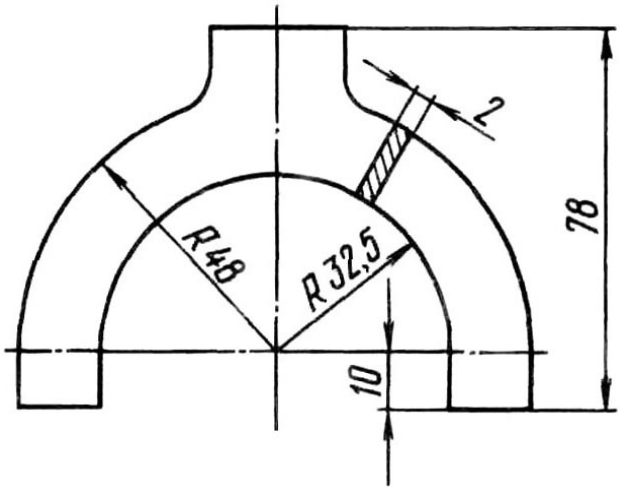

Рис.25. Технологическая разрезная скоба
- установите на шлицевой конец вала последовательно: разрезную технологическую скобу (рис.25) обойму 18 (см. рис.22) манжеты, упорное кольцо 20, уплотнительное кольцо 19 вилки и скользящую вилку 14;